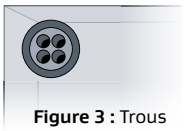

Figure 3 : Trous recommandés*
- Plusieurs trous de 1 mm peuvent être utilisés pour les évents de diamètre supérieur (fig. 3)